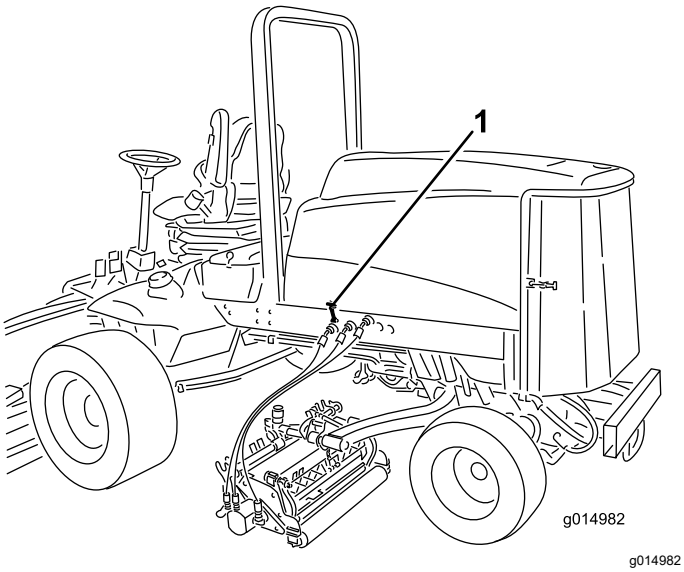

Figur 42
1. Fjern panserlåsene (Figur 42), og sving opp panseret.